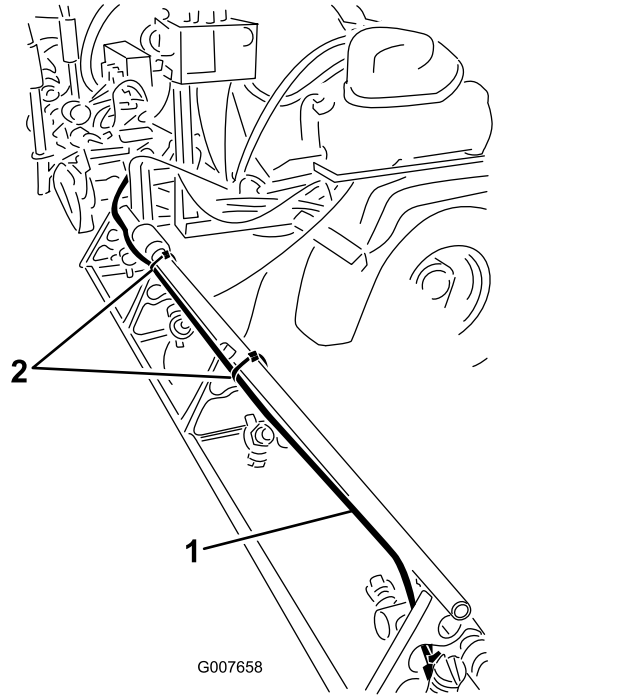

Figur 29
4. Dra rörsystemet längs baksidan av den övre stödstången på den yttre sprutrampssektionen enligt Figur 29.
6. Fäst rörsystemet vid den yttre sprutrampssektionen med kabelband enligt Figur 29.